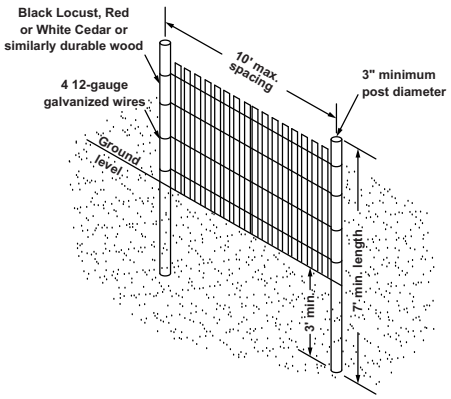

Figure 2. Sand Fence Installation Requirements
- Use standard commercial 4-ft high snow fence that consists of wooden slats wired together with 1-1/4” spaces between the slats (See Figure 2)